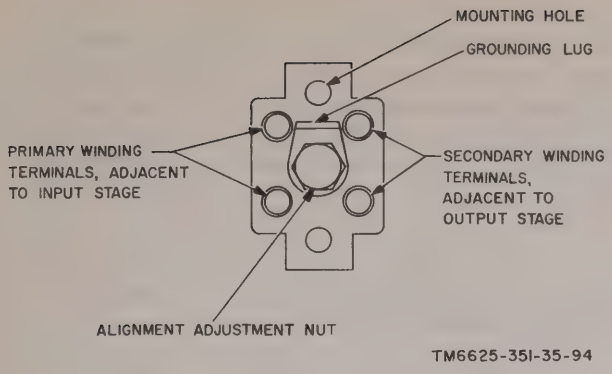

Figure 77. If. transformers (bottom view), key to terminal identification.
b. Key to Identifying Terminals on If. Transformers (fig. 77). The if. transformers mounted in the various if. preamplifier and if. amplifier subassemblies do not have terminal numbers stamped on the phenolic wafer at the bottom of the shield can. Therefore, reference must be made to figure 77 for identifying which terminals are for the primary winding and